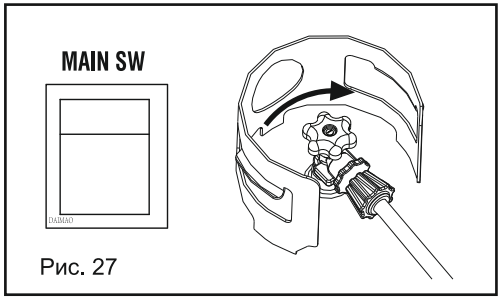

Рис. 27
3. Поверніть ГОЛОВНИЙ перемикач у положення «О».(Рис. 27).